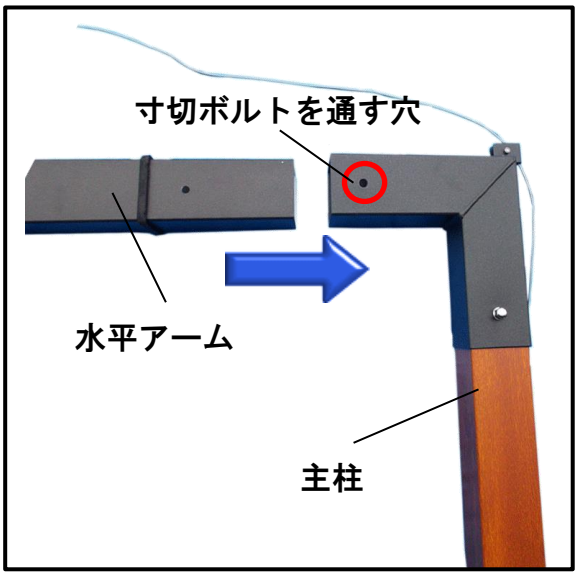

図.2
⑤ 水平アーム（E）を主柱（D）に差し込み、寸切ボルト小（c）を穴に通し、両端よりワッシャー小（d）を入れ、六角袋ナット小（e）をスパナで締めます。（図.2）